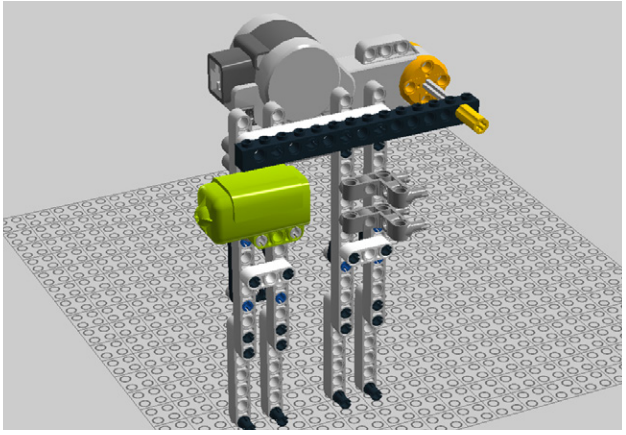

Figure 5-41. *Step 34: Attaching the button*
34. A Mindstorms touch sensor will serve as the button that will activate the robot. Attach it as shown in Figure 5-41.